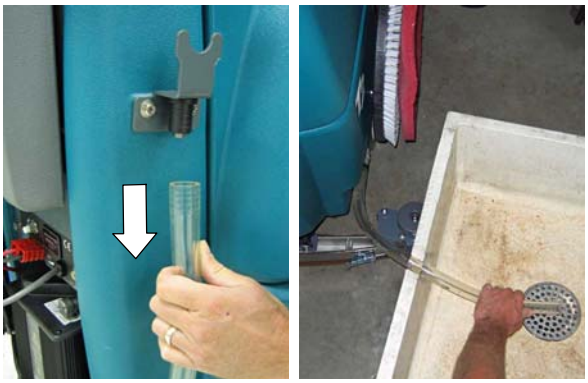

AFB. 37
4. Leeg de schoonwatertank (afbeelding 37).